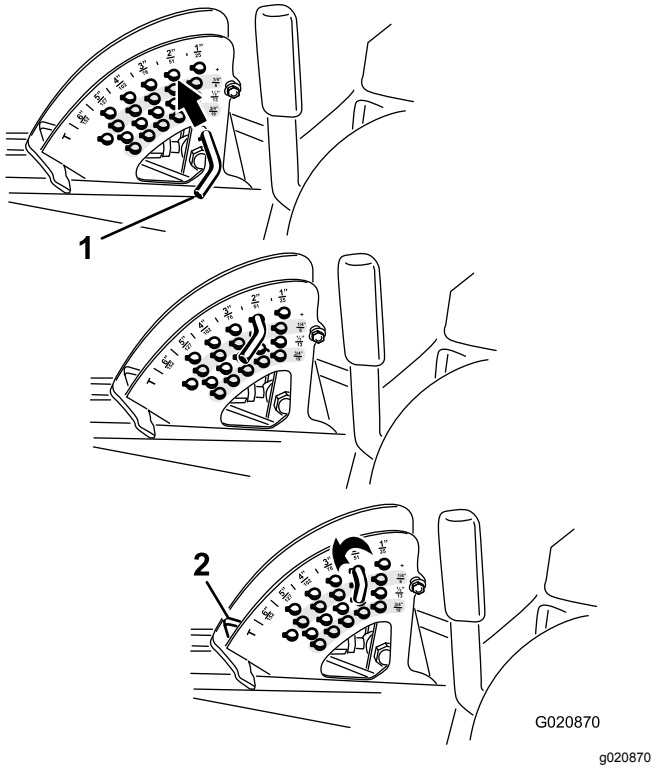

Bild 25
2. Drehen Sie den Anschlagsstift so lange, bis der Rollstift innen mit den Schlitzen in den Löchern in der Schnitthöhenhalterung ausgefluchtet ist. Nehmen Sie ihn dann ab (Bild 25).
3. Wählen Sie ein Loch in der Schnitthöhen-halterung, das der gewünschten Schnitthöhe entspricht, stecken Sie den Stift ein und drehen Sie ihn nach unten, um ihn zu arretieren (Bild 25).
Hinweis: Es gibt vier Reihen der Lochpositionen (Bild 25). Die oberste Reihe ergibt die Schnitthöhe, die über dem Stift steht. Die zweite Reihe ergibt die Schnitthöhe plus 6 mm. Die dritte Reihe ergibt die Schnitthöhe plus 12 mm. Die unterste Reihe ergibt die Schnitthöhe plus 18 mm. Für die Stellung von 15,8 cm gibt es nur ein Loch, das in der zweiten Reihe ist. Mit diesem Loch werden nicht 6 mm den 15,2 cm hinzugefügt.